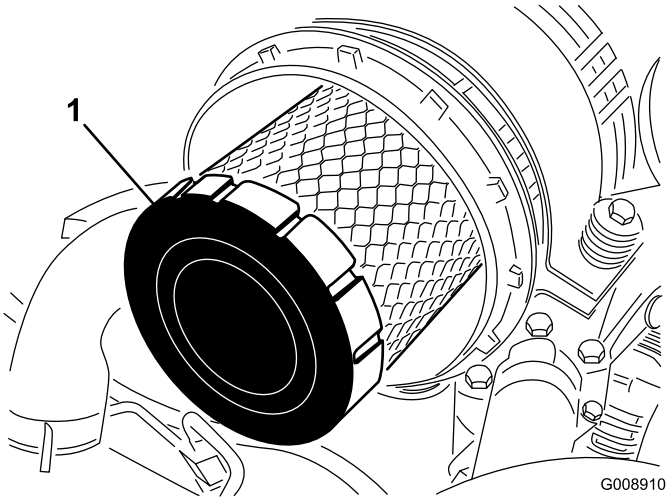

Figur 44
4. Ta bort och byt ut huvudfiltret (Figur 44).